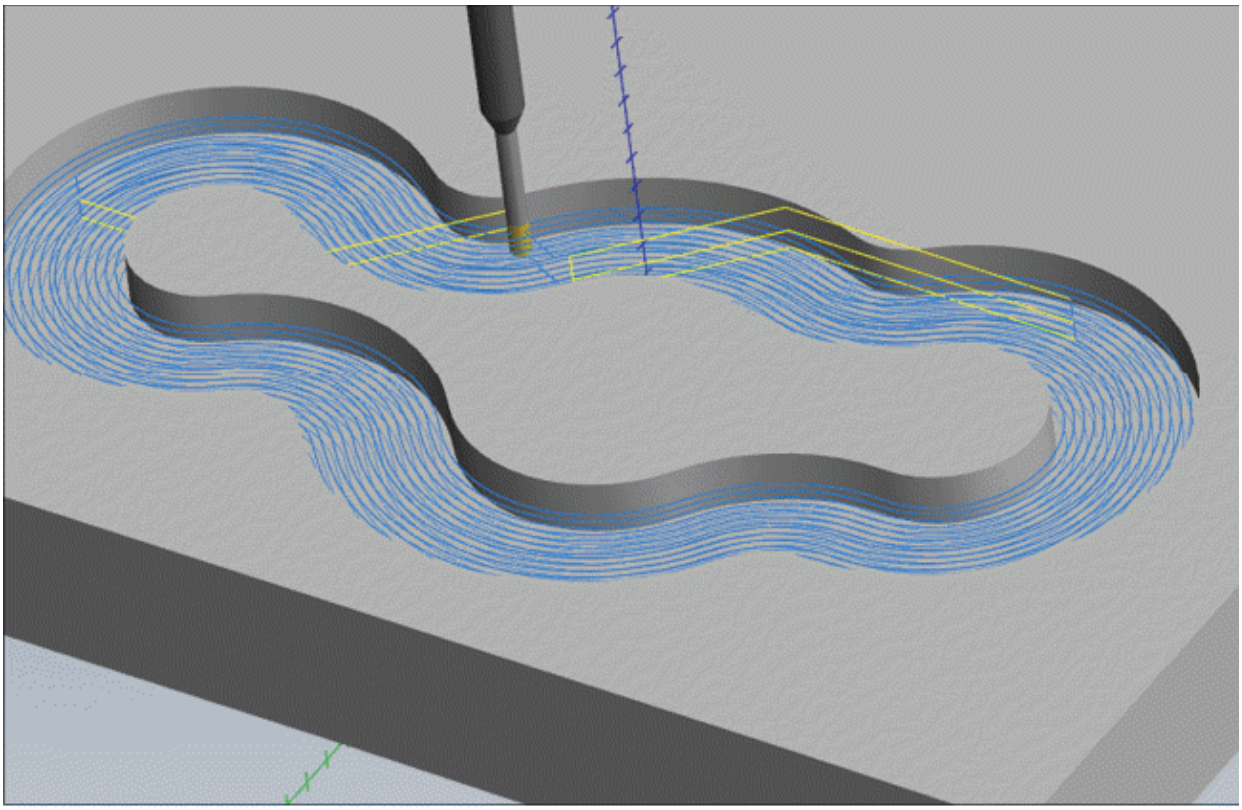

Figure-49. Area mill toolpath
- Set the other parameters in dialog box as discussed earlier and click on the **OK** button to create the toolpath. This toolpath is generally used to finish pockets with high surface finish due to cleaner movement of tool; refer to Figure-49.